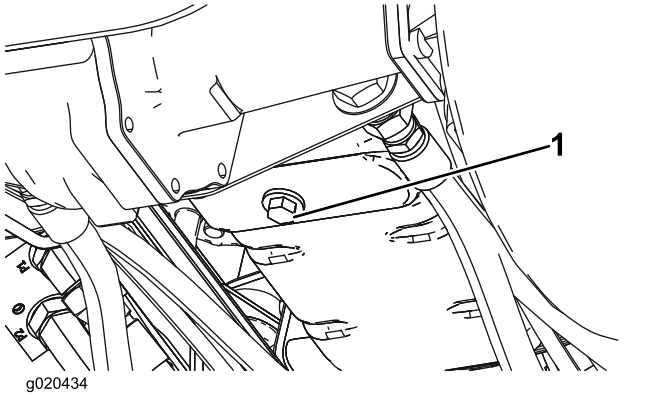

Figur 54
1. Fjern tappepluggen (Figur 54) og la oljen renne ut i et tappefat. Når oljen slutter å renne, setter du tappepluggen på igjen.